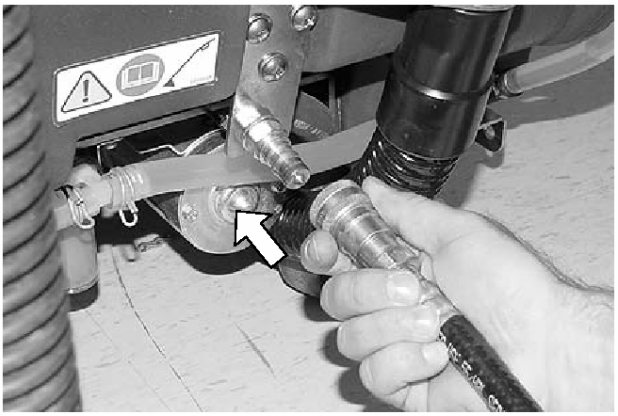

図13
2. 本機後部のカプラーに、オプションツール用洗浄液ホースを接続します（図13）。